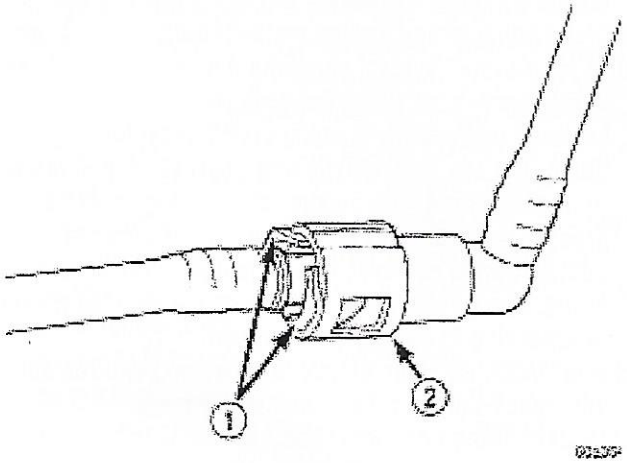

Fig. 12 Typical Two-Tab Type Quick-Connect Fitting
This type of fitting is equipped with tabs located on both sides of the fitting (Fig. 12). These tabs are supplied for disconnecting the quick-connect fitting from component being serviced.
(1) Perform fuel pressure release procedure. Refer to Fuel Pressure Release Procedure on page 6.
(2) Disconnect negative battery cable from battery or auxiliary jumper terminal.
(3) Clean fitting of any foreign material before dis-assembly.
(4) To disconnect quick-connect fitting, squeeze plastic retainer tabs (Fig. 12) against sides of quick-connect fitting with your fingers. Tool use is not required for removal and may damage plastic retainer. Pull fitting from fuel system component being serviced. The plastic retainer will remain on component being serviced after fitting is disconnected. The O-rings and spacer will remain in quick-connect fitting connector body.
(5) Inspect quick-connect fitting body and component for damage. Replace as necessary.